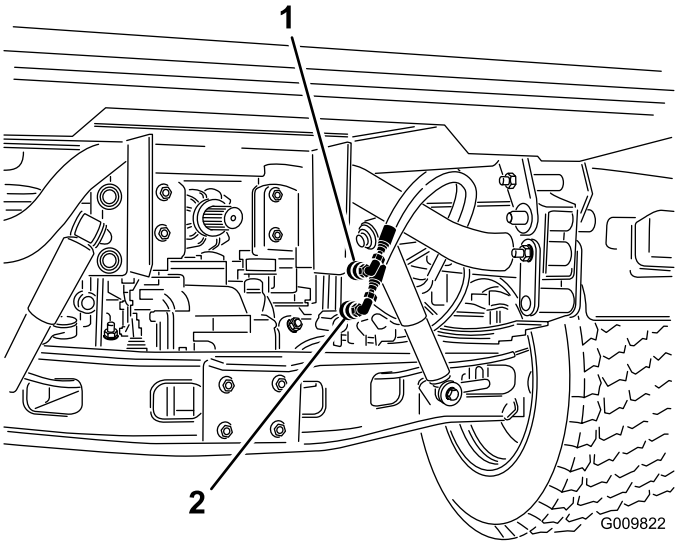

Figur 75
2. På begge maskiner: Kobl de to lynkoblingsslanger fra slangerne, der er fastgjort på koblingsholderen (Figur 75).